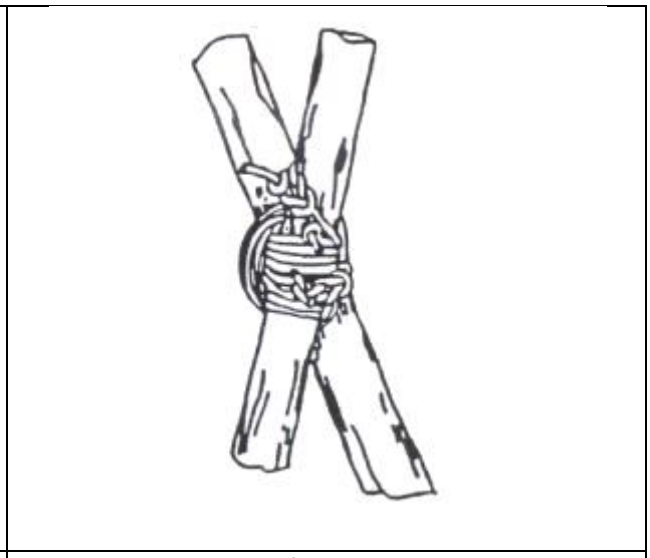

Figure 4
- (c) The ropes should be so tight that overhand knots cannot be used to secure the square knots in the normal manner. Use overhand knots tied in the tails (See figure 4)
(c) The ropes should be so tight that overhand knots cannot be used to secure the square knots in the normal manner. Use overhand knots tied in the tails (See figure 4).